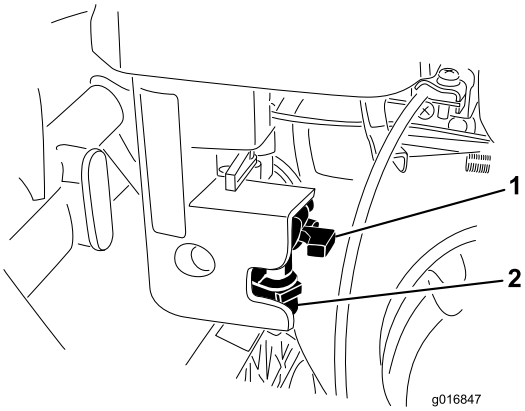

Figur 36
1. Luk brændstofafbryderventilen, og skru brændstofskålen af filterelementet (Figur 36).